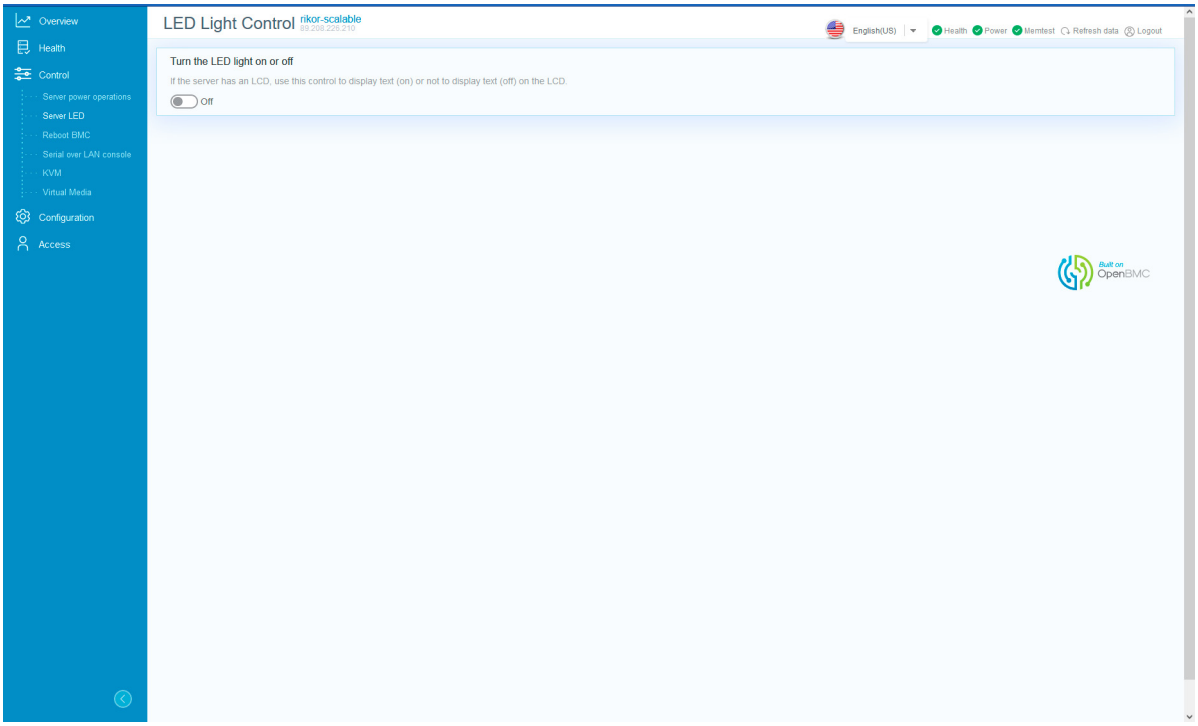

Рис. 83. Окно «Server LED»
3) Пройдите во вкладку «Control» → «Server LED» в данной вкладке осуществляется управление светодиодом идентификации сервера в серверной стойке. В поле «Turn the LED light on or off» установите переключатель в активное положение чтобы включить светодиод индикации сервера. Окно показано на рис. 83 Окно «Server LED»